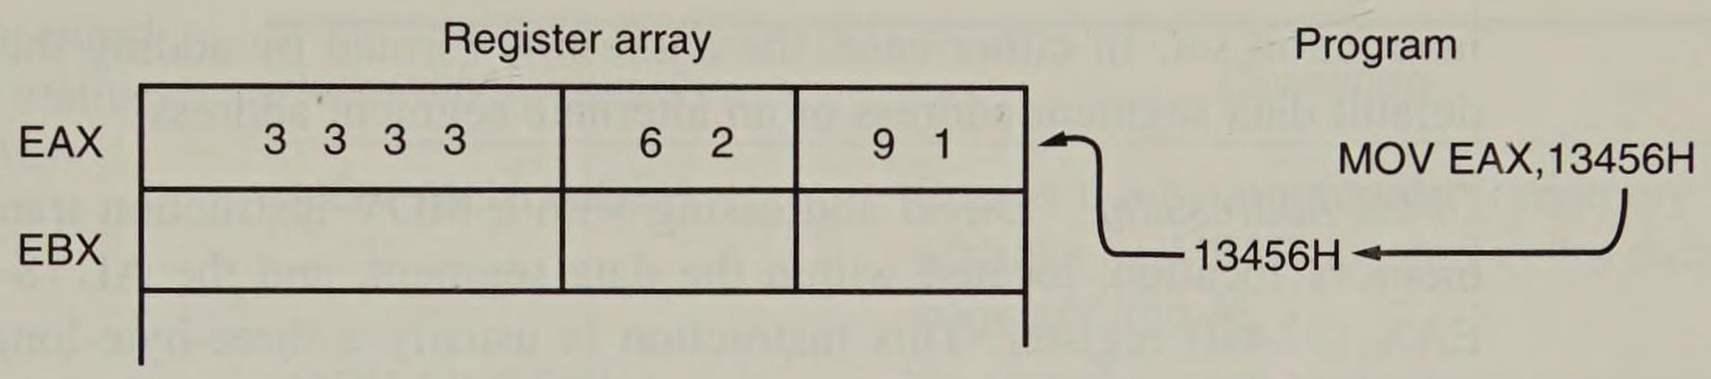

**FIGURE 3–4** The operation of the MOV EAX,13456H instruction. This instruction copies the immediate data (0013456H) into EAX.
Another data-addressing mode is immediate addressing. The term *immediate* implies that the data immediately follow the hexadecimal opcode in the memory. Also note that immediate data is *constant data*, while the data transferred from a register is *variable data*. Immediate addressing operates on a byte or word of data. In the 80386/80486/Pentium microprocessor, immediate addressing also operates on doubleword data. The MOV immediate instruction transfers a copy of the immediate data into a register or a memory location. Figure 3–4 shows the operation of a MOV EAX,13456H instruction. This instruction copies the 13456H from the instruction, located in the memory immediately following the hexadecimal opcode, into register EAX. As with the MOV instruction illustrated in Figure 3–3, the source data overwrites the destination data.
**FIGURE 3–3** The effect of executing the MOV BX,CX instruction at the point just before the BX register changes. Note that only the right-most 16 bits of register EBX change.